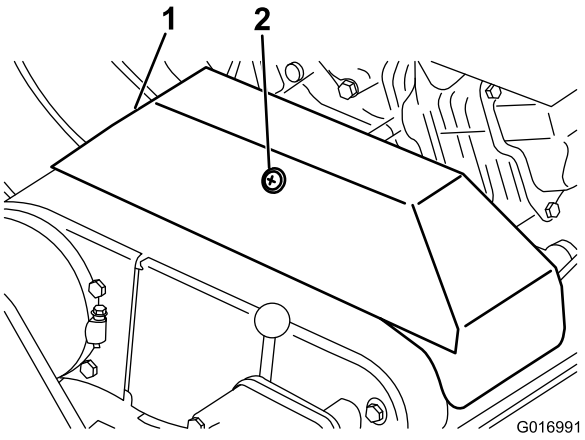

Figur 39
2. Lossa den hållare som håller fast kilremskåpan och öppna kåpan genom att vrida den (Figur 39).